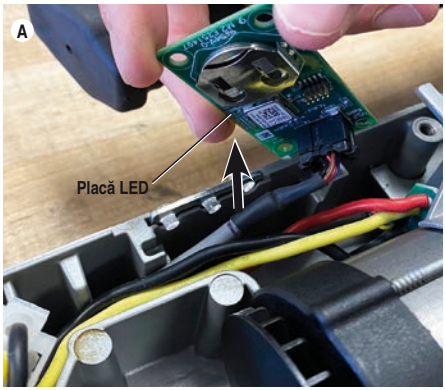
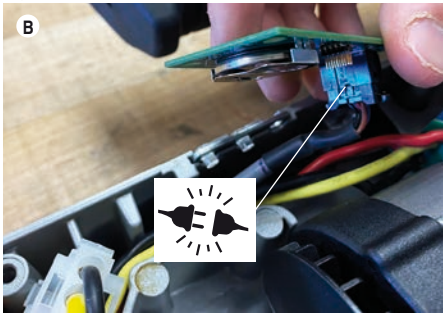

**Figura 3A – Ridicarea plăcii LED**
**Figura 3B – Deconectarea plăcii LED**
3. Ridicați placa LED ca în Figura 3a, deconectați conectorul *ca în Figura 3B* și îndepărtați placa LED.